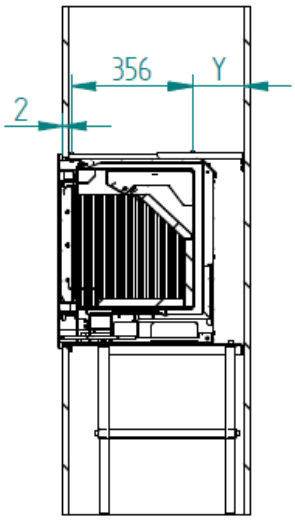

Figura 17 – Distância mínima do aro á face do pladur ou alvenaria
14. Por fim poderá colocar a porta e o aro no equipamento, o aro deverá ter uma folga relativamente ao pladur ou á alvenaria no mínimo de 2 mm, ver Figura 17.